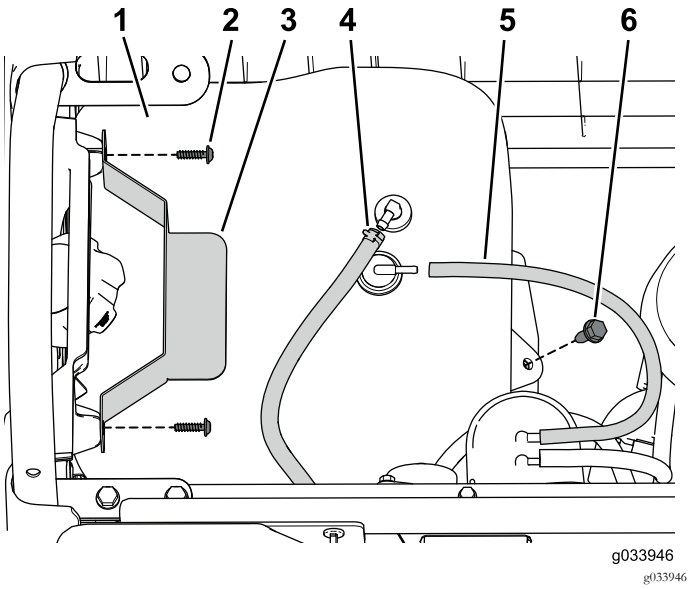

Figuur 49
1. Plaats de benzinetank op de tankbak (Figuur 49).
2. Sluit de ontluchtingsslang en de brandstofleiding aan op de tank (Figuur 49).
3. Gebruik de schroeven die u eerder verwijderd hebt om de houder te bevestigen (Figuur 49).